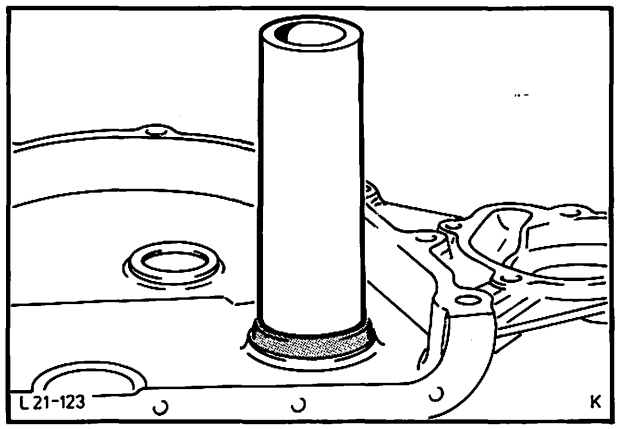

Abb. 165 Radialdichtring mit einem passenden Rohr einbauen
36. Neues Nadellager-Kurbelwelle mit Spezialwerkzeug 21-067 (GH-7554) einbauen, Abb. 165.